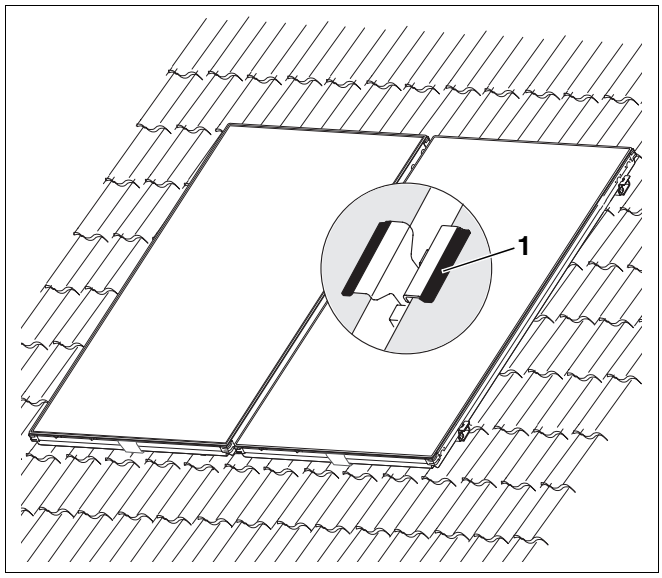

Afb. 36 Collectoren in het midden fixeren
- Plaats de omgeplooide zijde van de dubbele klemmen op de glasschijf van de collectoren (afb. 36).
Let erop, dat het beschermkapje (afb. 36, **pos. 1**) van de dubbele klemmen voorhanden is.